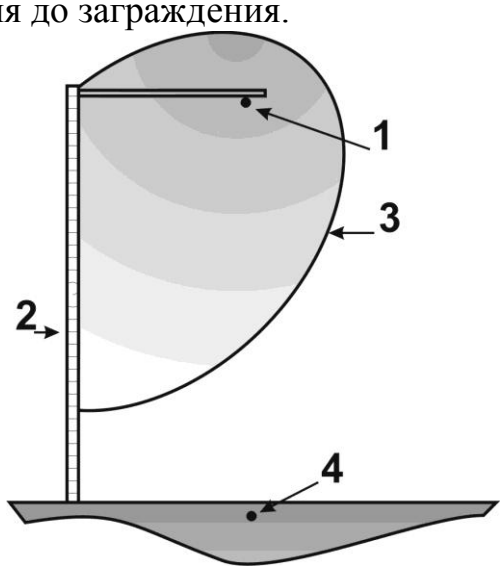

Рис. 4.2
4.6 При размещении ВП 1 вблизи проводящего заграждения 2 (металлической сетки, решетки, армированных бетонных панелей и т. д.), как показано на рис. 4.2, ЗО 3 может концентрироваться между ВП 1 и заграждением 2, а НП 4 может быть проигнорирован. Поэтому ВП необходимо отодвинуть от заграждения, чтобы расстояние от него до поверхности земли было меньше расстояния до заграждения.
4.17 При приближении ВП ЧЭ к проводящим заграждениям (например, из колючей проволоки или др.) на расстояние меньшее или примерно равное расстоянию до НП, происходит деформация ЗО см. рис. 4.2, что может приводить к ложным срабатываниям во время дождя и порывов ветра.